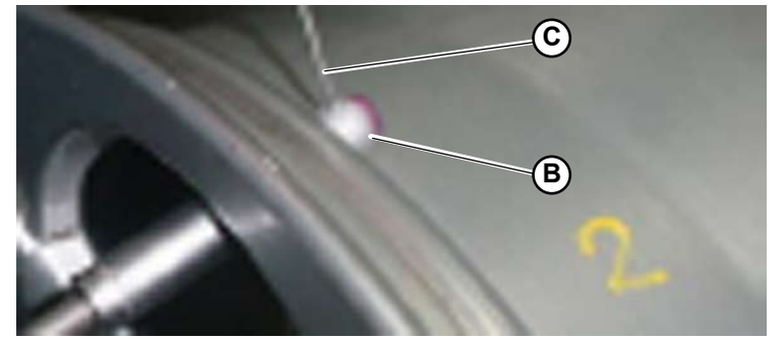

Fig.10
2. Insert the torsion bar (**C-Fig.10**) in the valve's hole (**B-Fig.10**).